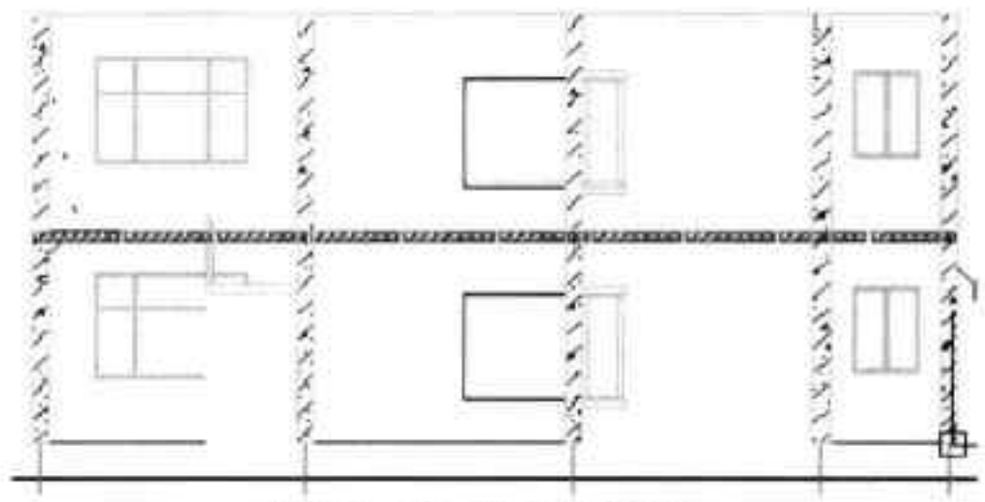

图18-66 填充剖面墙体
Step 05 单击“确定”按钮，即可完成剖面填充，如图 18-66 所示。